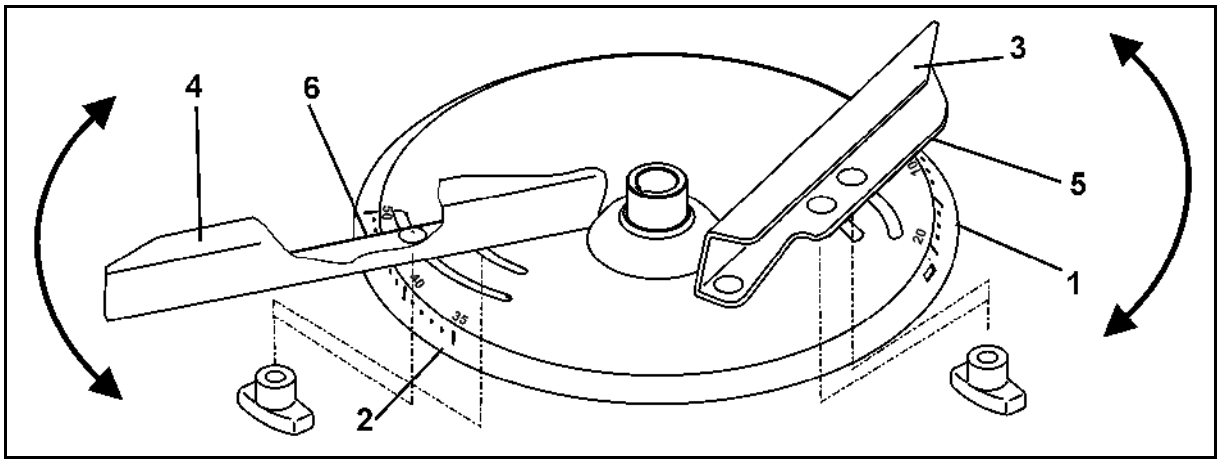

図 69
2. Düngeverordnung (肥料に関する指令) に基づく溝での散布 (図 69):